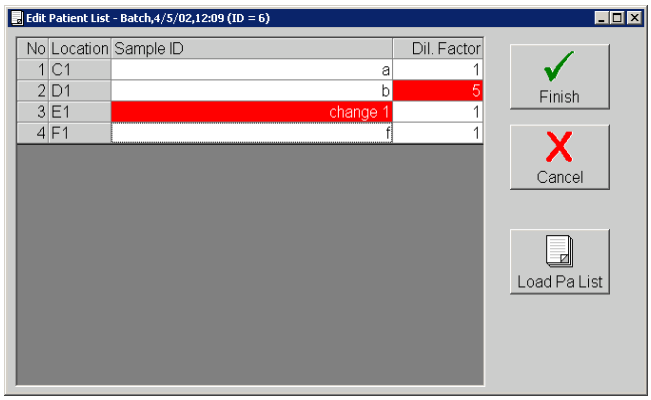

Figure 5-33. Edit Patient List Dialog Box
While editing the database, the system marks the changes you make in red text. This distinguishes the change from the patient information entered into the original batch. Patient list entries are case-sensitive. Figure 5-33 shows an edited patient list.
2. Select the desired batch containing the patient list that you want to edit and click **Select**. The **Edit Patient List** dialog box opens similar to Figure 5-33.